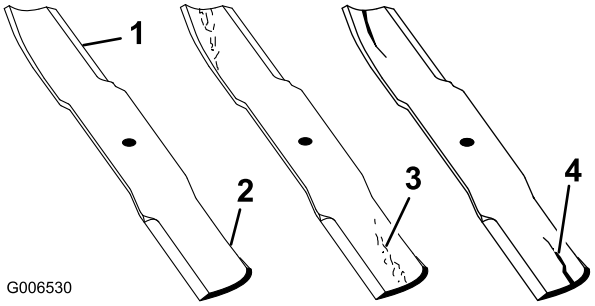

Figura 53
1. Inspeccione los filos de corte (Figura 53). Si los bordes no están afilados o tienen muescas, retire las cuchillas y afílelas. Consulte Afilado de las cuchillas.
2. Inspeccione las cuchillas, especialmente la parte curva (Figura 53). Si observa daños, desgaste o la formación de una ranura en esta zona (Figura 53), instale inmediatamente una cuchilla nueva.